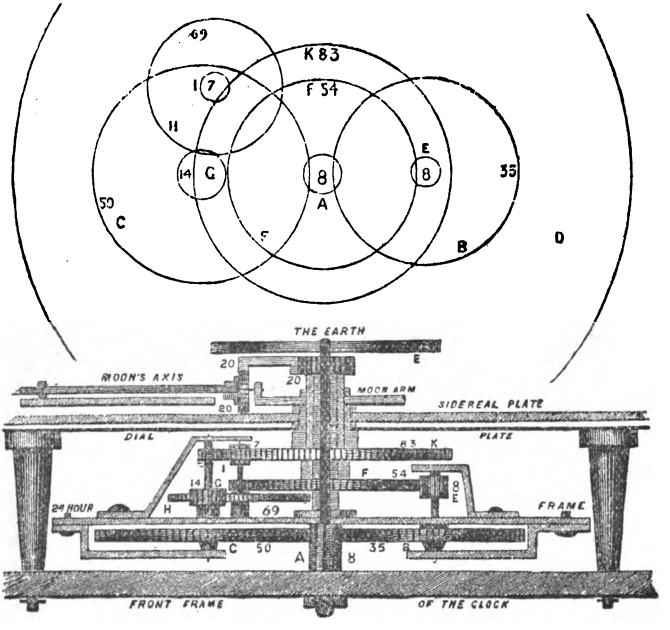

Fig. 2.
Fig. 2 shows the astronomical train, which is between the front plate of the clock and the dial. The earth (E) is stationary, and is supported by a stalk fixed to the front plate. The hollow axis of the frame that turns once in 24 hours, work on this stalk.* Fixed to the stationary stalk is a pinion of 8 (A), which gears with a wheel of 35 (B) and with a wheel of 50 (C). On the top of the axis of B is a pinion of 8 (E), which turns a wheel of 54 (F), running on the pipe of the 24-hour frame, and carrying the moon round by the wire B in Fig 1. This wire has a support fitted to the arbor of F. On the top of the pipe of the 24-hour frame is a wheel of 20, gearing with a wheel of 20, having two sets of teeth, one on the edge and the other on the face. It is pivoted to the moon wire support, and the face teeth gear with another wheel of 20 that carries the moon wire. On the axis of C is a pinion of 14 (G) that turns a wheel of 69 (H), on whose axis is a pinion of 7 (I) turning a wheel of 83 (K). This wheel is pinned to the sidereal plate of the dial. The age-of-the-moon ring is attached by pillars to the 24-hour frame, and turns with it. The moon is represented by a round ball, half black and half white.